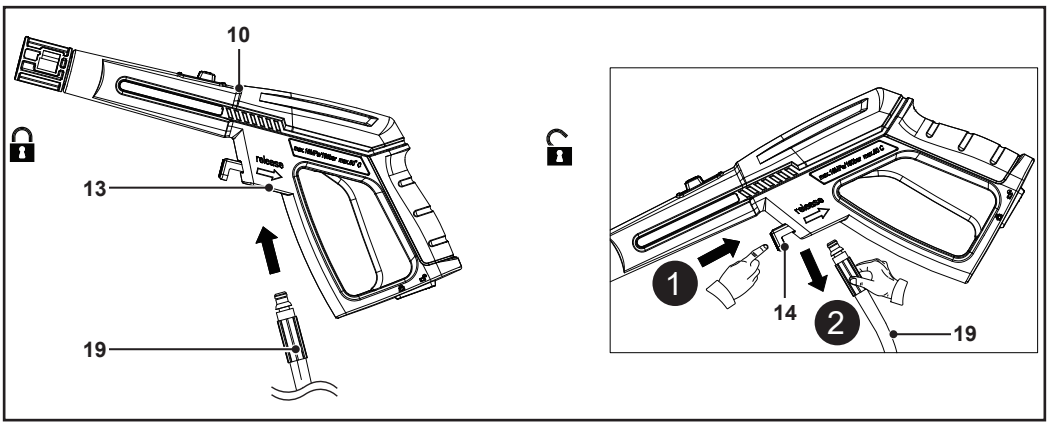

Fig. 6
3. Fixer l'autre extrémité du tuyau haute pression (19) à l'entrée du tuyau haute pression (13) sur le pistolet à gâchette (10) (Fig. 6).
4. Tirer doucement sur le tuyau haute pression (19) pour s'assurer qu'il est bien connecté au pistolet à gâchette (10).
2. Tirer sur la gâchette (11) pour vidanger l'eau une fois l'opération terminée.
3. Appuyer sur le bouton de déverrouillage (14) et le maintenir enfoncé pour retirer le tuyau haute pression (19) (Fig. 6).